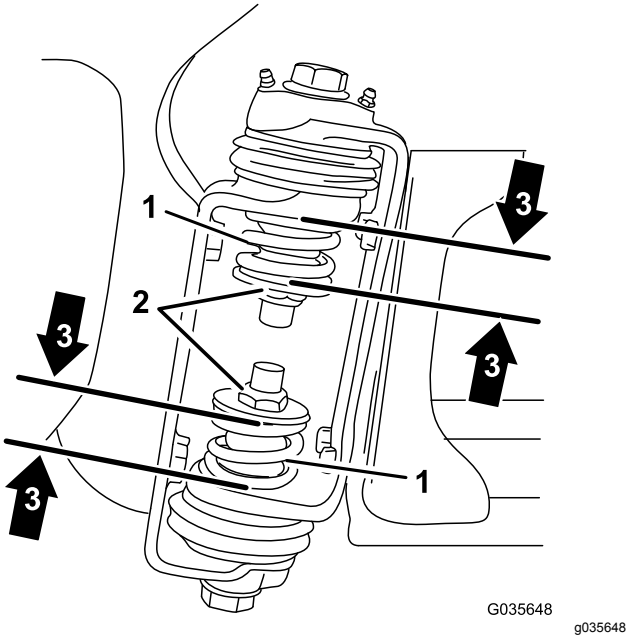

Figur 4
3. Mål kompressionen af den øverste og nederste fjeder ved sektionshængslet, mens sektionerne er i forlænget position (Figur 4).